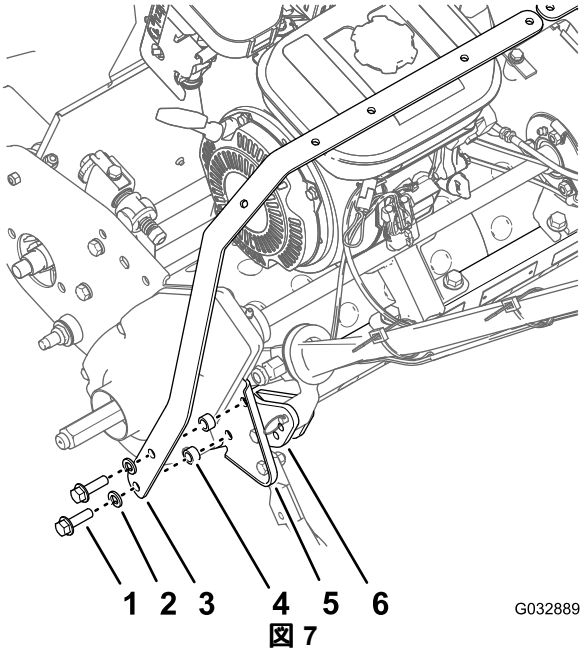

図 7
9. スプリングアンカーブラケット、左ライトバーのストラップ、スペーサ2個、左側サイドプレートを、後フレームの外側パッドに組み付ける図 7; フランジヘッドボルト3/8 x 1-1/4 インチ2本とロックワッシャ3/8 インチステップ6で外したもの2枚を使用する。